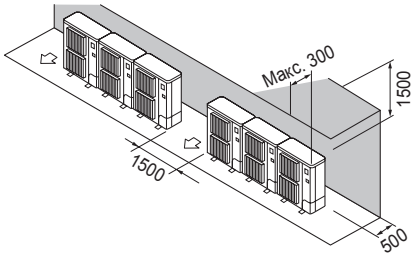

Fig. 3-12
② Окружающие предметы - только сзади и сверху (Fig. 3-12)